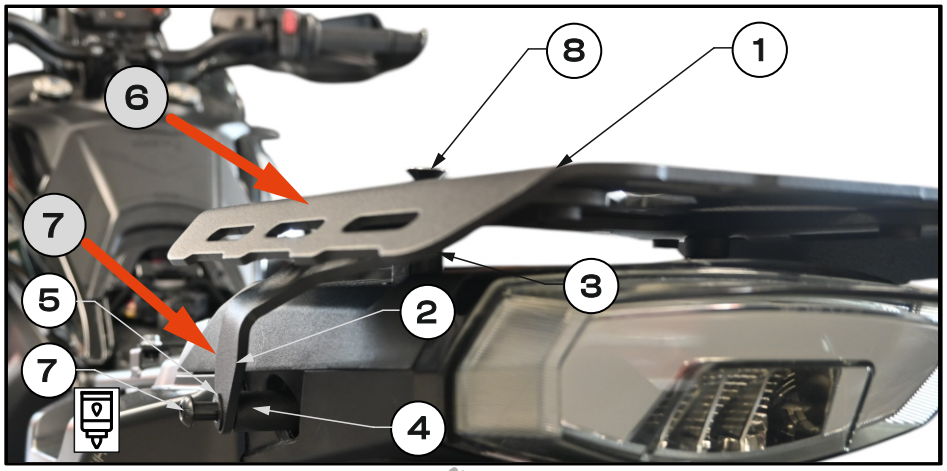

Fig. 8
6. Instal the Rack plate **[1]** and fasten it using bolt **[8]** thrugh Bracket **[1]** and spacer **[3]. [Fig. 8]**
7. Instal spacer **[4]** on both sides and fasten Bracket **[2]** to the mounting points using bolts **[7]** and washer **[5]. [Fig. 8]**